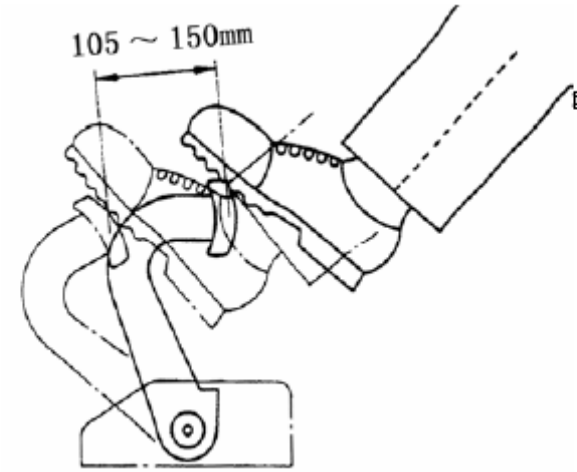

Рис. 4-6
10. Проверка хода педали тормоза (Рис. 4-6)